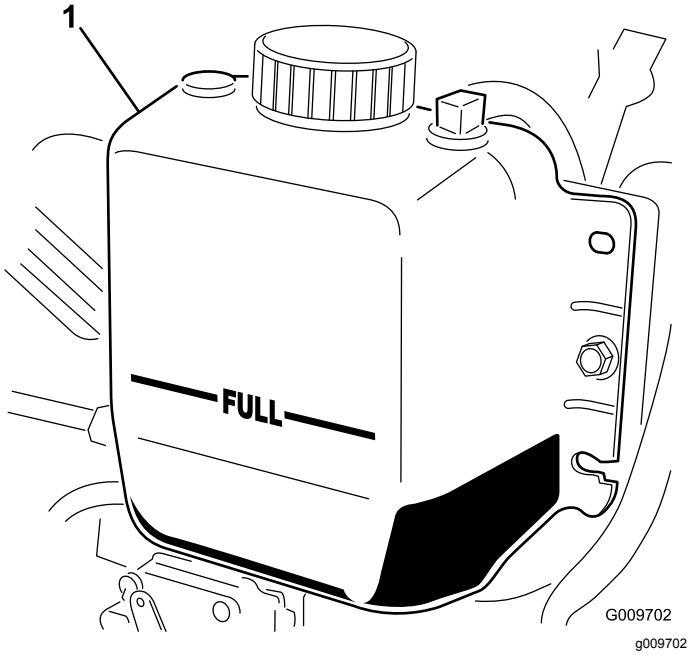

**Figur 15**
2. Kontrollera kylvätskenivån i kylaren. Kylaren ska fyllas upp till påfyllningsrörets översta del och expansionstanken ska fyllas upp till Full-markeringen (Figur 15).